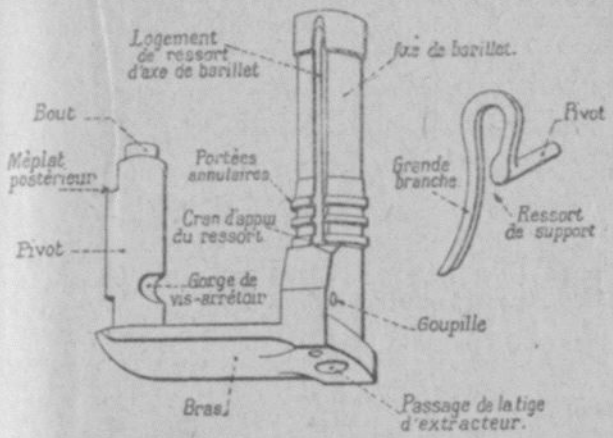

Fig. 6. — Support de barillet.
7. Support de barillet (fig. 6). — Il comprend :